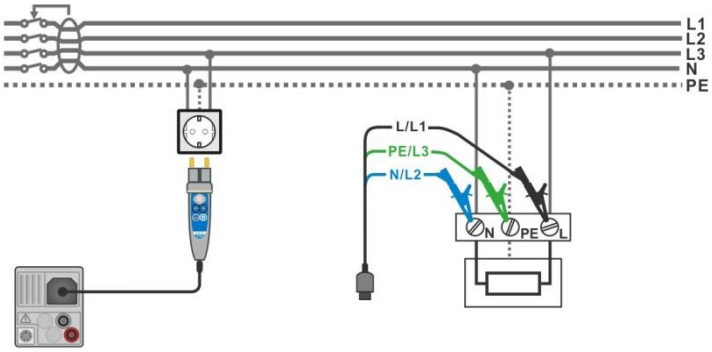

Figure 4.28: Connecting the Plug commander and the 3-wire test lead
- Connect test leads or Plug commander to the object under test, see ***Figure 4.28***.
‣ Enter the **RCD Auto** function. ‣ Set test parameters / limits. ‣ Connect test cable to the instrument. ‣ Connect test leads or Plug commander to the object under test, see ***Figure 4.28***